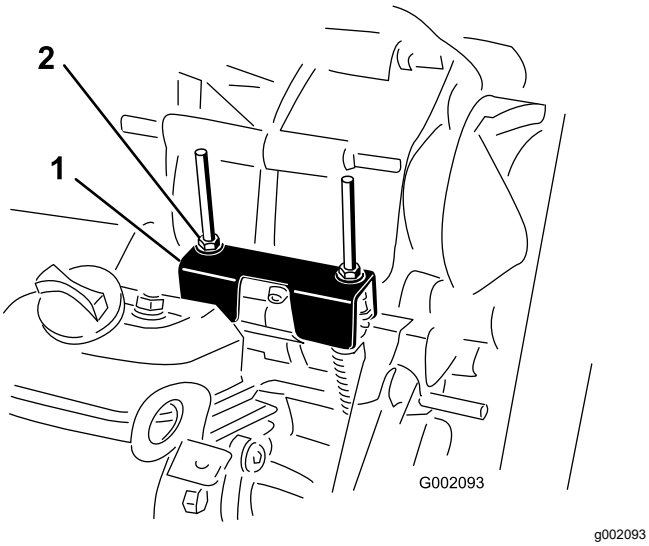

Figura 61
Sempre que for necessário efetuar operações de manutenção programada e/ou diagnósticos do motor, deverá colocar o conjunto eixo-transmissão na posição NEUTRA (Figura 61). A alavanca de mudanças da máquina possui uma posição de PONTO MORTO que controla a posição neutra do conjunto eixo-transmissão. Realize os passos seguintes para se certificar de que a alavanca de mudanças controla a posição neutra do conjunto de forma correta:
2. Certifique-se de que o suporte neutro está na posição {PONTO MORTO (ao nível do suporte do cabo ao capot situado por baixo do suporte das mudanças), rodando a embraiagem (Figura 61).
3. Rode uma das porcas de bloqueio (Figura 61) para conseguir 0,76 a 1,52 mm de folga entre a parte inferior da porca/anilha e o suporte neutro.